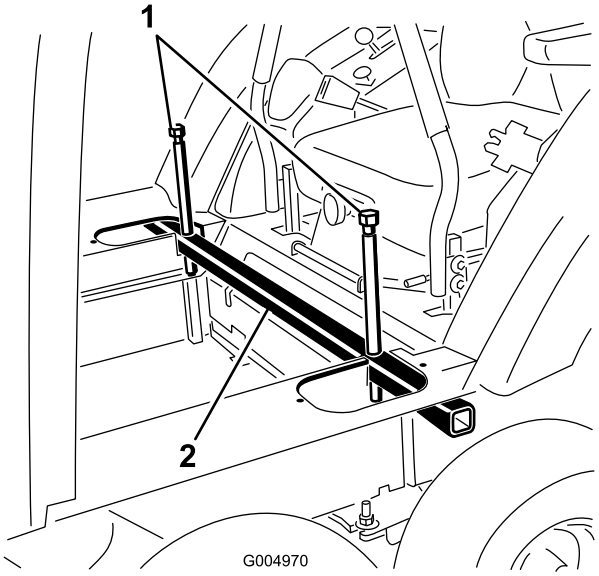

**Rysunek 116**
39. Poluzuj śruby do podnoszenia i wyjmij rurę do podnoszenia z wycięć w podłodze kabiny (Rysunek 116).